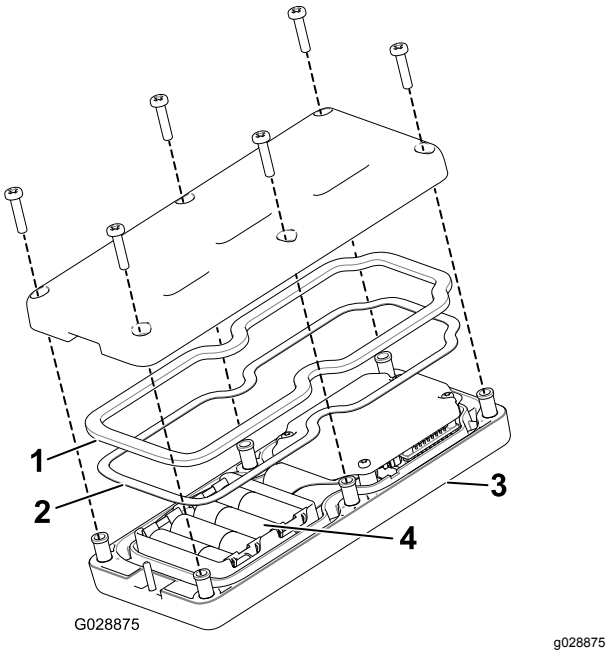

Figur 12
2. Placer hvert batteri i batterirummet. Sørg for, at de forbindes rigtigt. (Hvis batterierne ikke installeres korrekt, vil det ikke beskadige enheden, men den vil ikke virke.) I batterirummet findes der mærkater, der viser batteriernes poler (Figur 12).
3. Sørg for, at stålpakningen og gummipakningen er placeret i kanalen i styreenheden, og sæt bagdækslet på plads (Figur 12).
4. Fastgør dækslet med seks skruer (Figur 12), og tilspænd dem til et moment på 1,5 til 1,7 Nm.